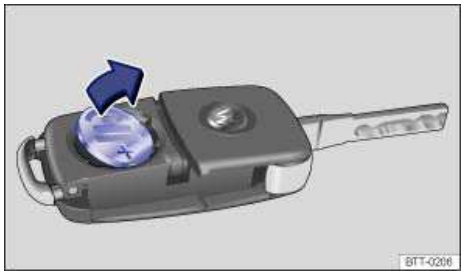

Fig. 24 Remote control vehicle key: Remove old battery.
- Use a thin object to pry the battery out of the battery compartment ⇒ fig. 24.